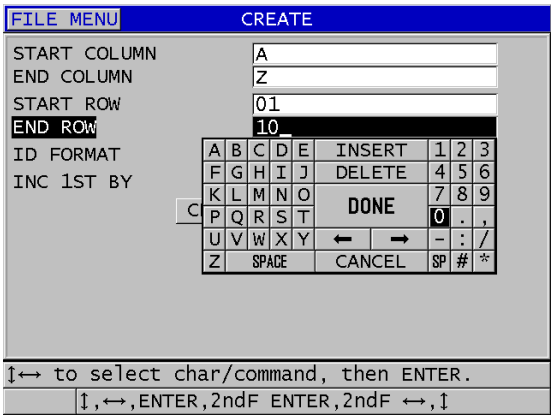

Rysunek 11-10 Konfigurowanie zakresu identyfikatorów dla plików danych typu siatka 2D
3. Na drugiej stronie ekranu **CREATE** (Utwórz) (patrz Rysunek 11-10 na stronie 207):